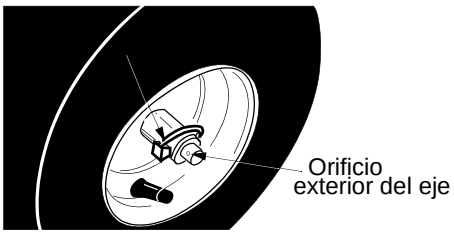

Figura 19
Es posible ajustar las ruedas para dos métodos de operación diferentes. Siga los pasos que aparecen debajo para realizar los ajustes. Ver Figura 19.
2. Rote el ensamblado de la rueda para alinear el orificio en el buje con el orificio interior en el semieje. Inserte la chaveta de trinquete en el orificio. El orificio exterior del semieje debería quedar a la vista. Ver Figura 19.